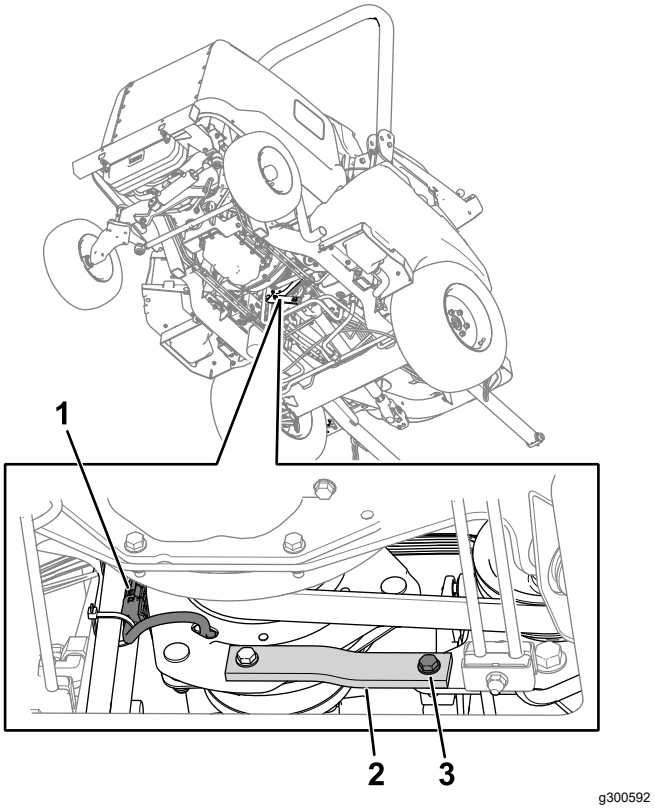

Figure 79
2. Débranchez le connecteur du faisceau de l'embrayage du faisceau de la machine (Figure 79).
3. Retirez le boulon, la rondelle et l'écrou de la sangle en caoutchouc (Figure 79) sur le cadre.